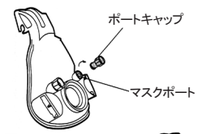

図5-1
① ポートキャップ（ルアーロック）をマスクポートにねじ込んでください（図5-1）。